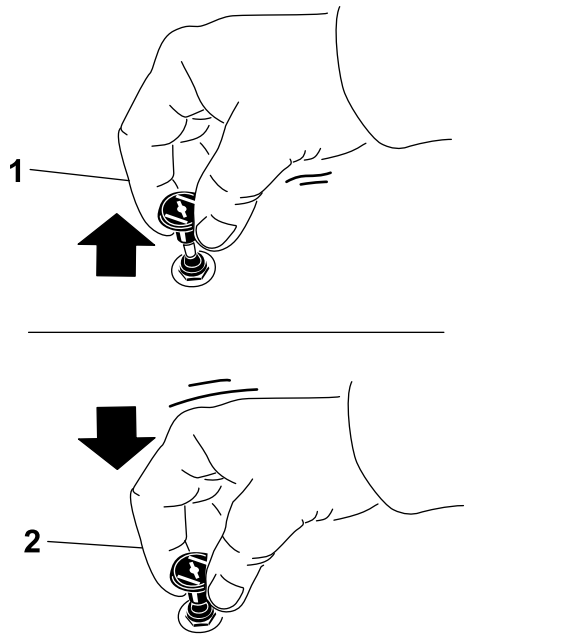

Figura 22
1. Puxe a alavanca do ar para cima para engatar o ar antes de utilizar a ignição (Figura 22).
2. Empurre a alavanca para baixo para desengatar a alavanca do ar quando o motor estiver a funcionar (Figura 22).